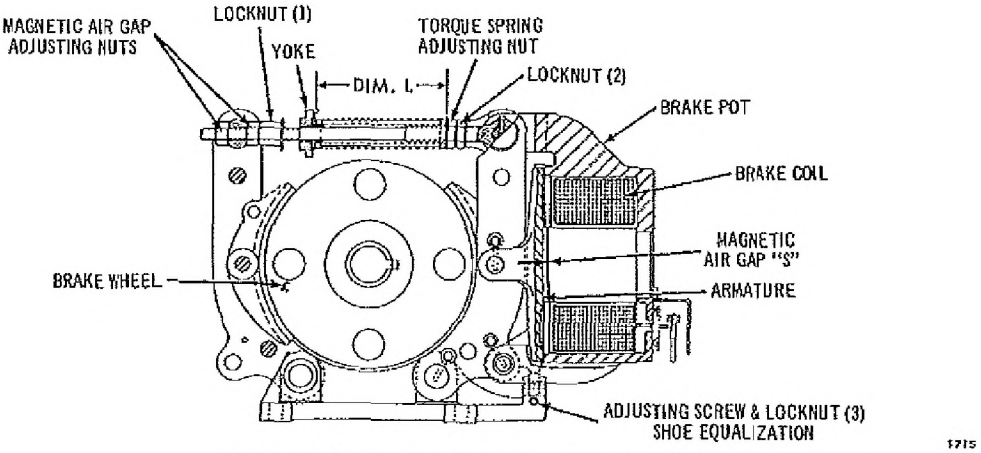

Figure 9-1. Shoe Brake - Adjustment
DESCRIPTION. The shoe type electric brake is spring set - electrically released. Operating the motion control device associated with a crane motion closes the circuit which applies power to both the motor and brake coil. See Figure 9-1.
1. The torque spring adjustment is accomplished by loosening locknut (2, Figure 9-1), and turning the ad-
2. The air gap adjustment is accomplished by loosening locknut (1), and turning the two adjusting nuts until air gap "S" is 3/64 of an inch. Tighten locknut (1) against the adjusting nuts. Check the air gap at point "S", Figure 9-1. The air gap shall not exceed 3/32 of an inch at any time.
3. The shoe equalization adjustment is accomplished by backing off air gap locknut (1) and tightening it against the yoke until the air gap "S" is closed. Loosen shoe equalization locknut (3) and turn the adjusting screw until equal clearance is obtained between both shoes and the brake wheel. Tighten locknut (3) and check the clearance to be sure that the adjustment did not change when tightening the locknut. Tighten locknut (1) against the adjusting nut.